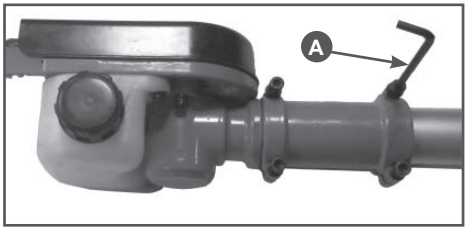

Рис. 4 Установка крышки редуктора
3. Установите крышку и затяните болты ключом (А) Рис. 4.